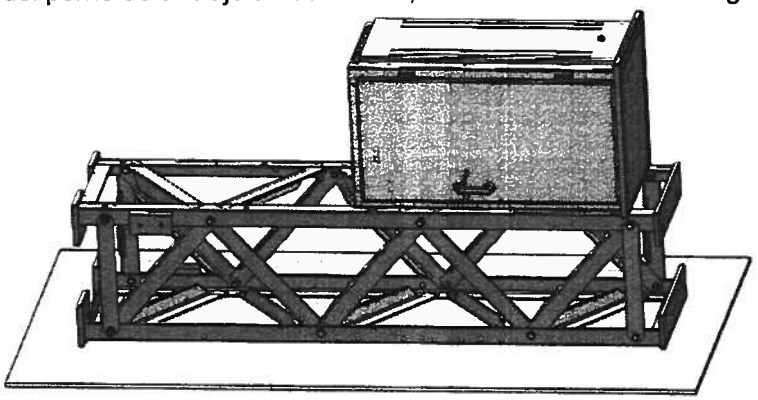

Figura 9 Colocación del mecanismo de operación en una posición plana
1) Cuelgue el mecanismo de operación a un lado con una eslinga (la parte inferior de la caja se puede usar para proteger las partes contra golpes) (Figura 9);